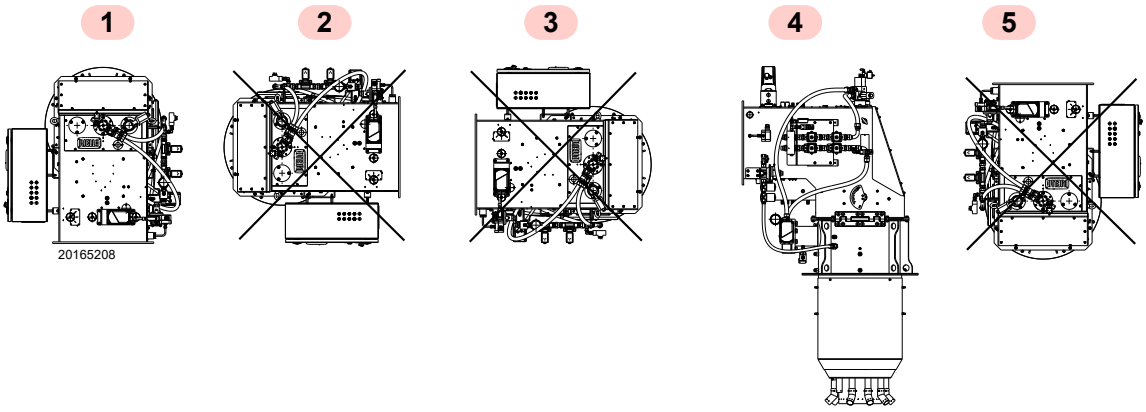

Fig. 13
- The burner is set up to work only in positions **1** and **4** (Fig. 13).